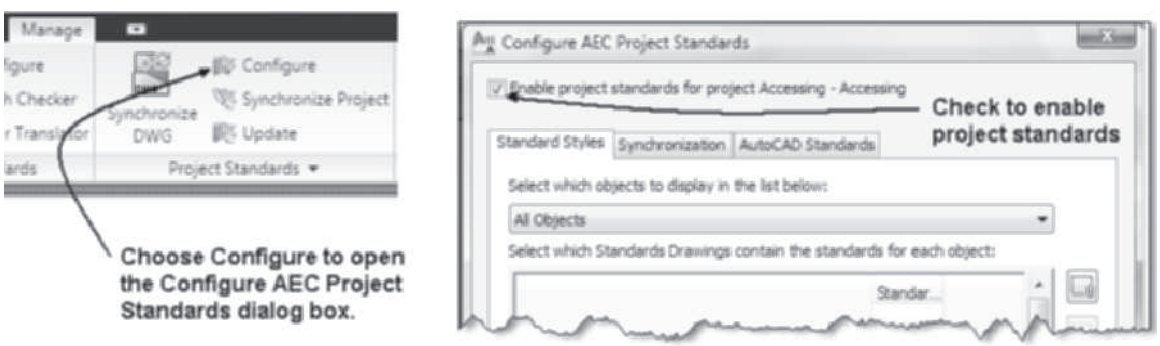

FIGURE 10.36 *Project Properties dialog box*
3. Select the Manage tab. Choose Configure from the Project Standards panel to open the **Configure Standards** dialog box as shown in Figure 10.36. Check Enable project standards for project.